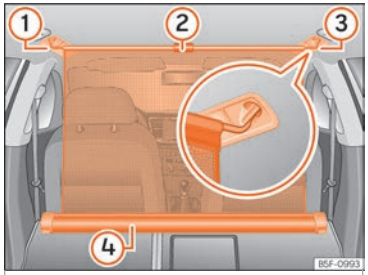

Fig. 182 In the boot: net partition hooked into the rear seat backrests. »
- Pull up handle ››› Fig. 182 ② to remove the net from the casing ››› Fig. 182 ④.
- Hook in the net partition on the right side ››› Fig. 182 ③ (magnified image).
- Hook in the net partition in the left side housing ››› Fig. 182 ① pulling the rod.
The net partition is properly assembled when the T-shaped ends are firmly secured in the corresponding housings ››› Fig. 182 ③ and ①.
- Roll up the net into the casing ››› Fig. 182 ④ lowering it with your hand.